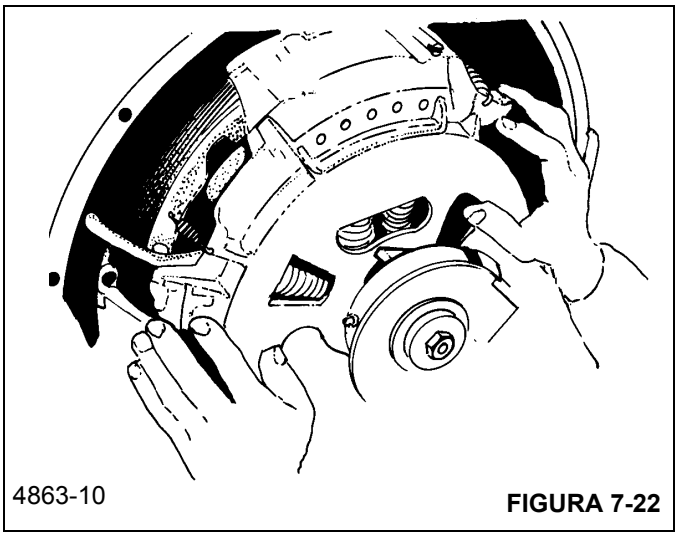

FIGURA 7-22
7. Coloque el embrague sobre los espárragos guía y deslícelo hacia adelante hasta que haga contacto con la superficie del volante. El conjunto del embrague pesa aproximadamente 66.5 kg (146 lb), por lo que se puede necesitar un malacate para elevarlo a su lugar (Figura 7-22).